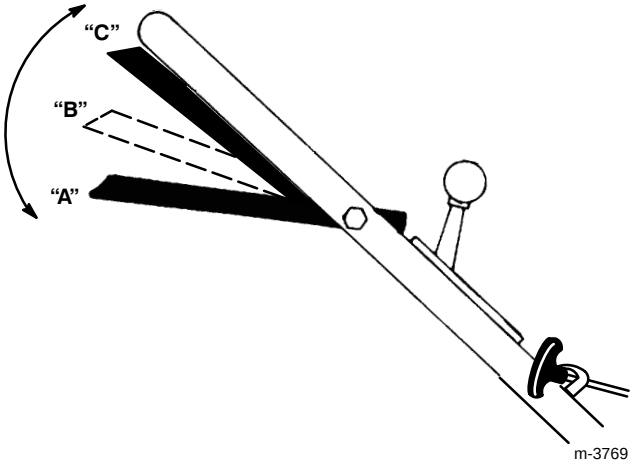

Figure 13
6. BLADE AND TRACTION OPERATION (Fig. 13)—When control bar is in position “A”, slide control bar to right and raise to position “B” to engage blade. Squeeze control bar against handle to position “C” to drive. To disengage traction drive but keep blade engaged, gradually release control bar to position “B”. To self-propel with blade disengaged, simply squeeze control bar against handle to position “C”, without sliding control bar to right.